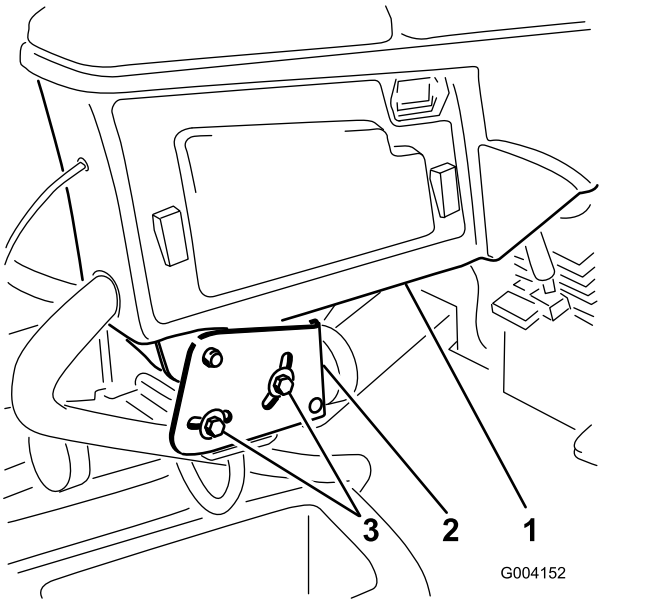

Figur 3
1. Fjern de to boltene som fester kontrollarmen til spaken til holdebraketten (Figur 3).